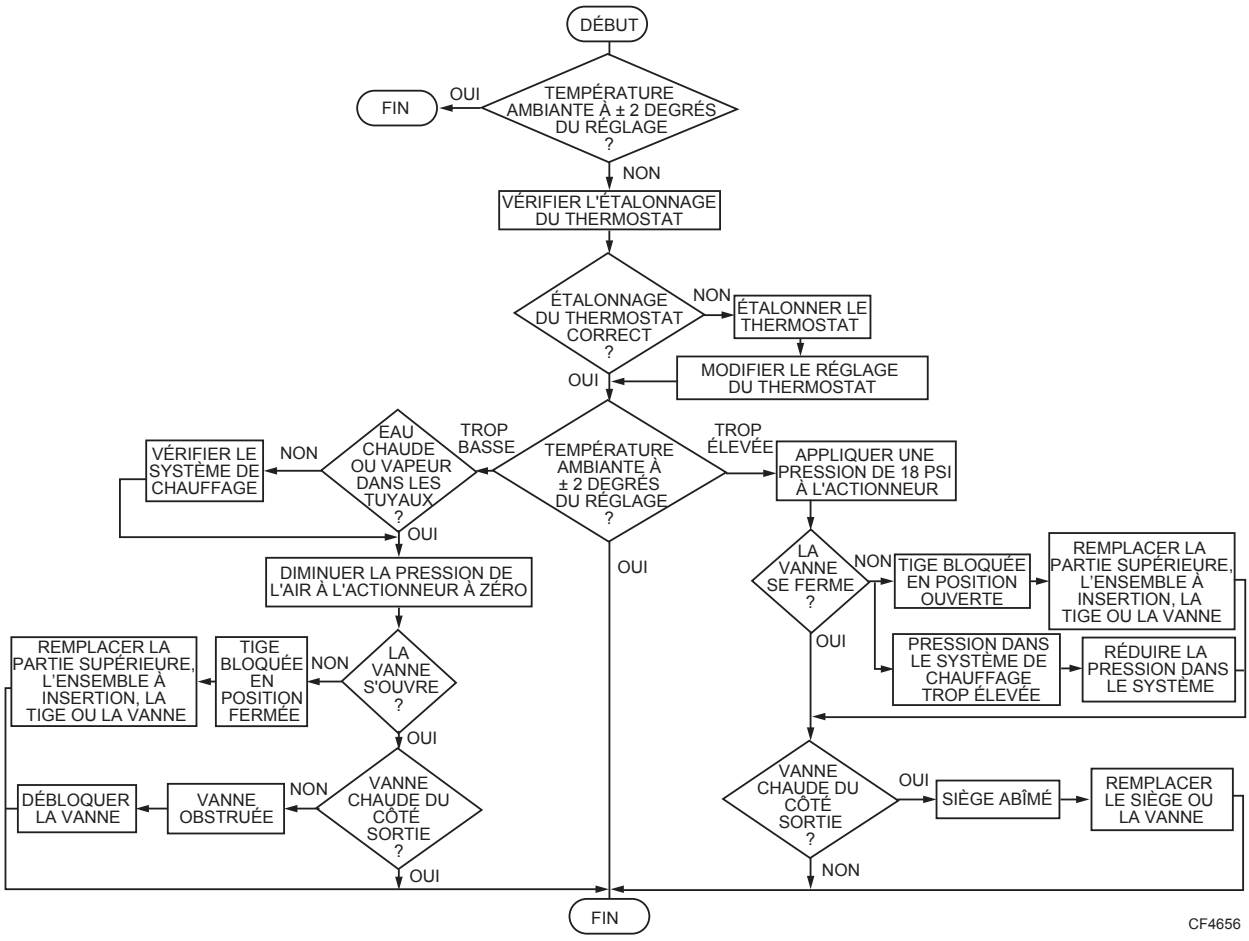

Fig. 4. Diagramme de dépannage des vannes VP525 A et C.
b. À l'aide du diagramme de dépannage (Fig. 4) vérifier s'il y a assez de pression dans la canalisation pour assurer une étanchéité complète et si la pression dans le système est excessive.
(1) Si la pression d'air se maintient et que le fluide de chauffage continue de circuler dans la vanne, la tige de la vanne est bloquée ou le bouchon moulé et le siège sont défectueux.
(2) Démonter la vanne pour remplacer ces pièces (Voir la section Remplacement de la tige et du porte-obturateur ou du siège de la vanne).